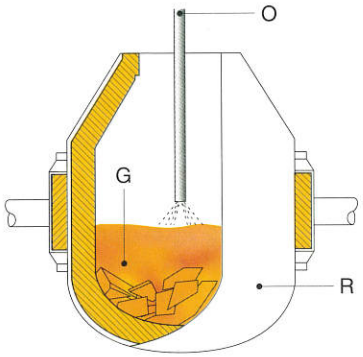

Figura 8. *Convertitore.*
Esso consiste nell'immettere in un forno detto "convertitore" (figura 8) una certa quantità di rottami di ferro (R) e successivamente della ghisa di prima fusione (ricavata direttamente dall'altoforno), ancora allo stato liquido (G), il tutto in quantità ben definite.